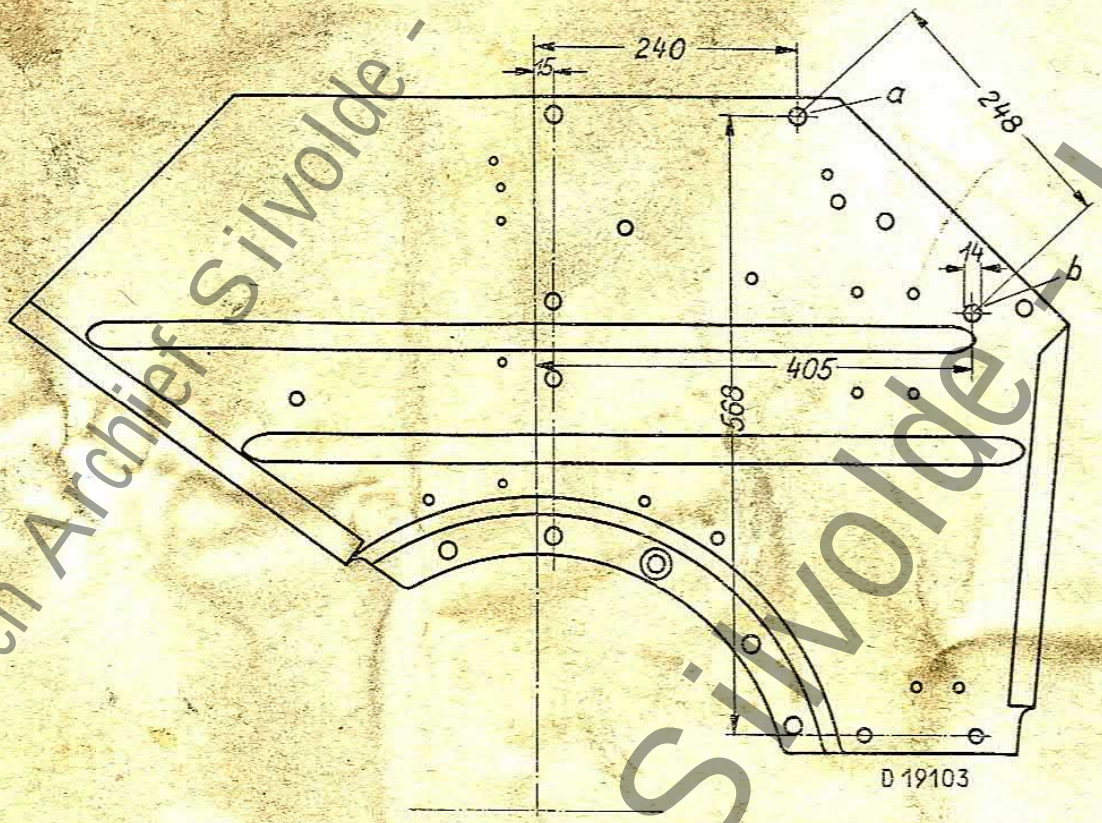

Bild 7.
3. Zwei Löcher a und b (14 ∅) nach Bild 7 an rechtem Seiten-Blech anreißen. Vor dem Boh-